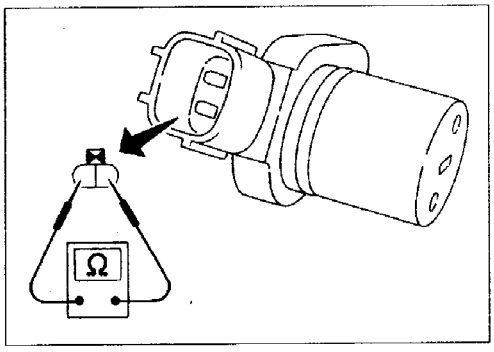

图 4－8－15
(5) 测量电阻，见图 4－8－15。在 20℃时，电阻值约为 1600 ± 160Ω(日立公司生产) 或 2320 ± 230Ω(三菱公司生产)。